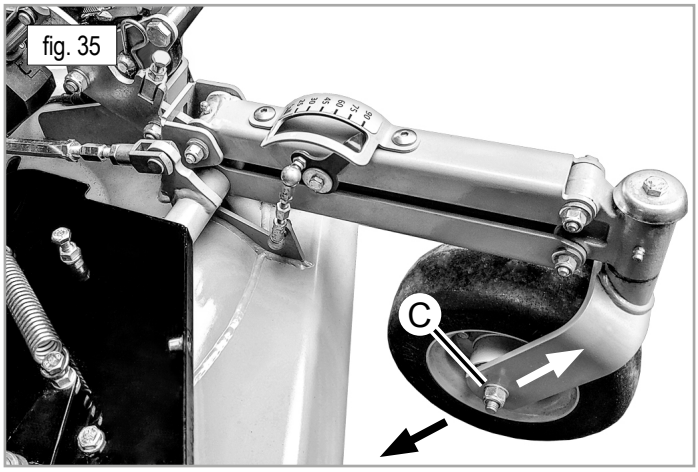

fig. 35
- des perçages sur les roues avant (fig. 35/C) pour régler la différence de hauteur entre les côtés droit et gauche.